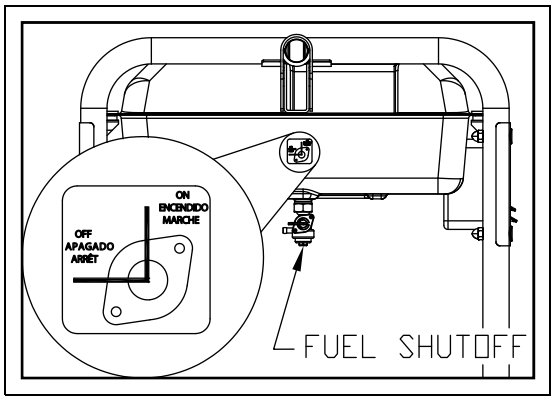

Figura 3-2. Válvula de combustible
1. Para arrancar el motor, gire la válvula de combustible a la posición ON (Figura 3-2).